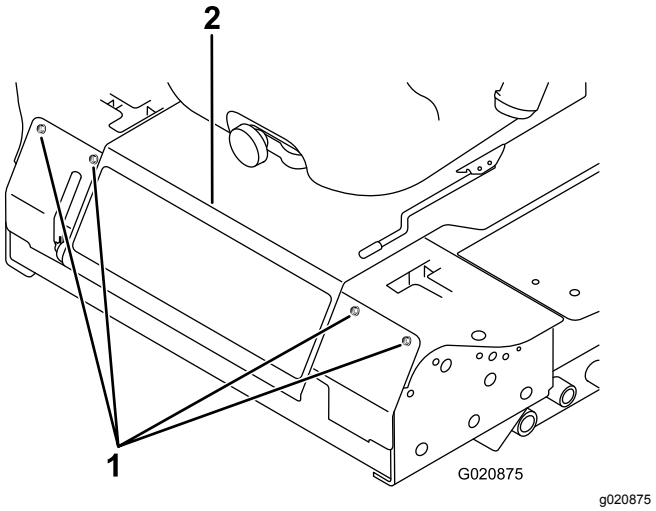

Rysunek 49
3. Usuń śruby mocujące panel przedni i zdejmij go (Rysunek 49).